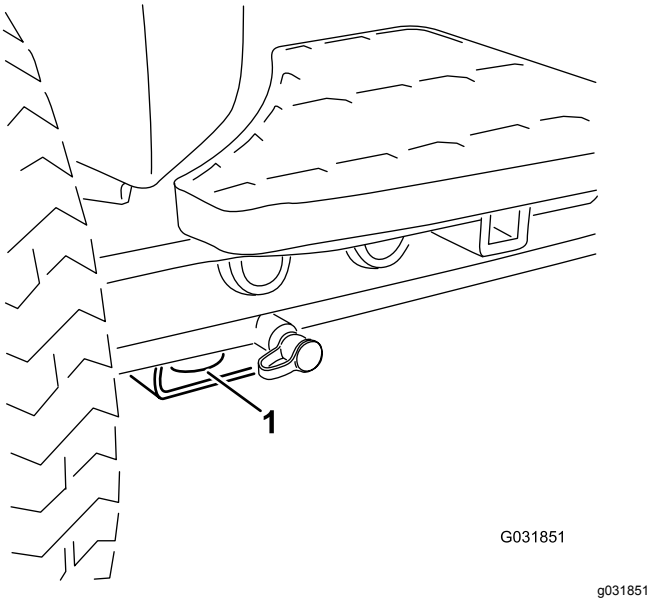
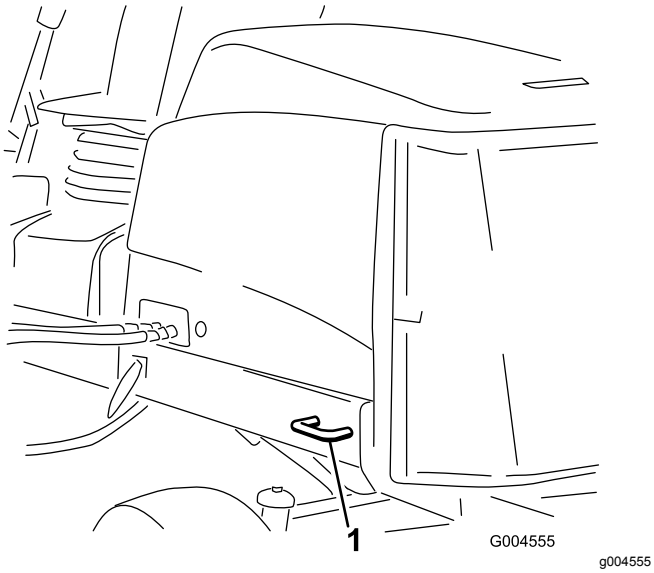

**Figur 57**
**Figur 58**
5. Bruk metallfestene på maskinen for å feste maskinen sikkert til tilhengeren eller lastebilen med stropper, kjettinger, vaier eller tau (Figur 57 og Figur 58).
- Foran – hullet i den rektangulær platen, under akselrøret, innenfor hver av de fremre festepunktene (Figur 57)
- Bak – på hver side av maskinen på den bakre rammen (Figur 58)